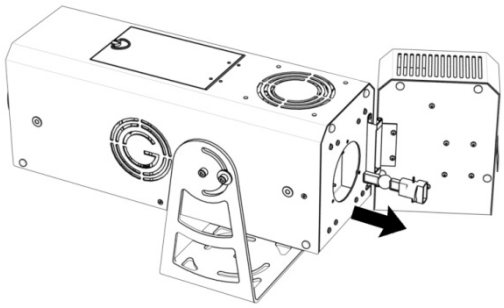

Fig.6
4. Sfilare la lampada (vedi Fig.6) per poi sostituirla con la nuova inserendola nell'apposito alloggiamento ad incastro. Ruotarla in senso orario tanto da permetterne il completo fissaggio ed udire lo scatto.